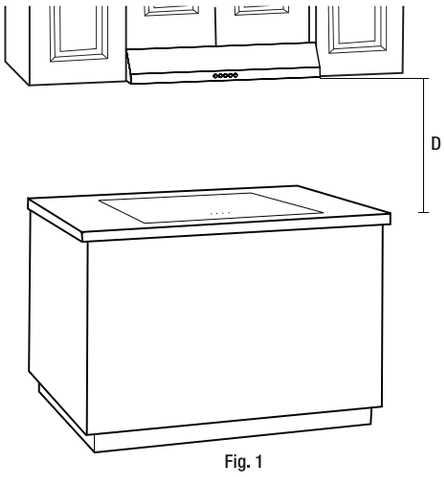

Fig. 1
- If you choose to hang the range hood as on the right (Fig, 1) distance (D) from the cooktop surface, use extra caution as the surface of the range hood may be extremely hot to the touch. For this unit,distance (D) in Fig. 1 is 458 mm–710 mm (18 in–28 in). If you choose an 18 in installation, the temperature of the unit surface will be high if the unit is operated under high power cooking for a certain amount of time.